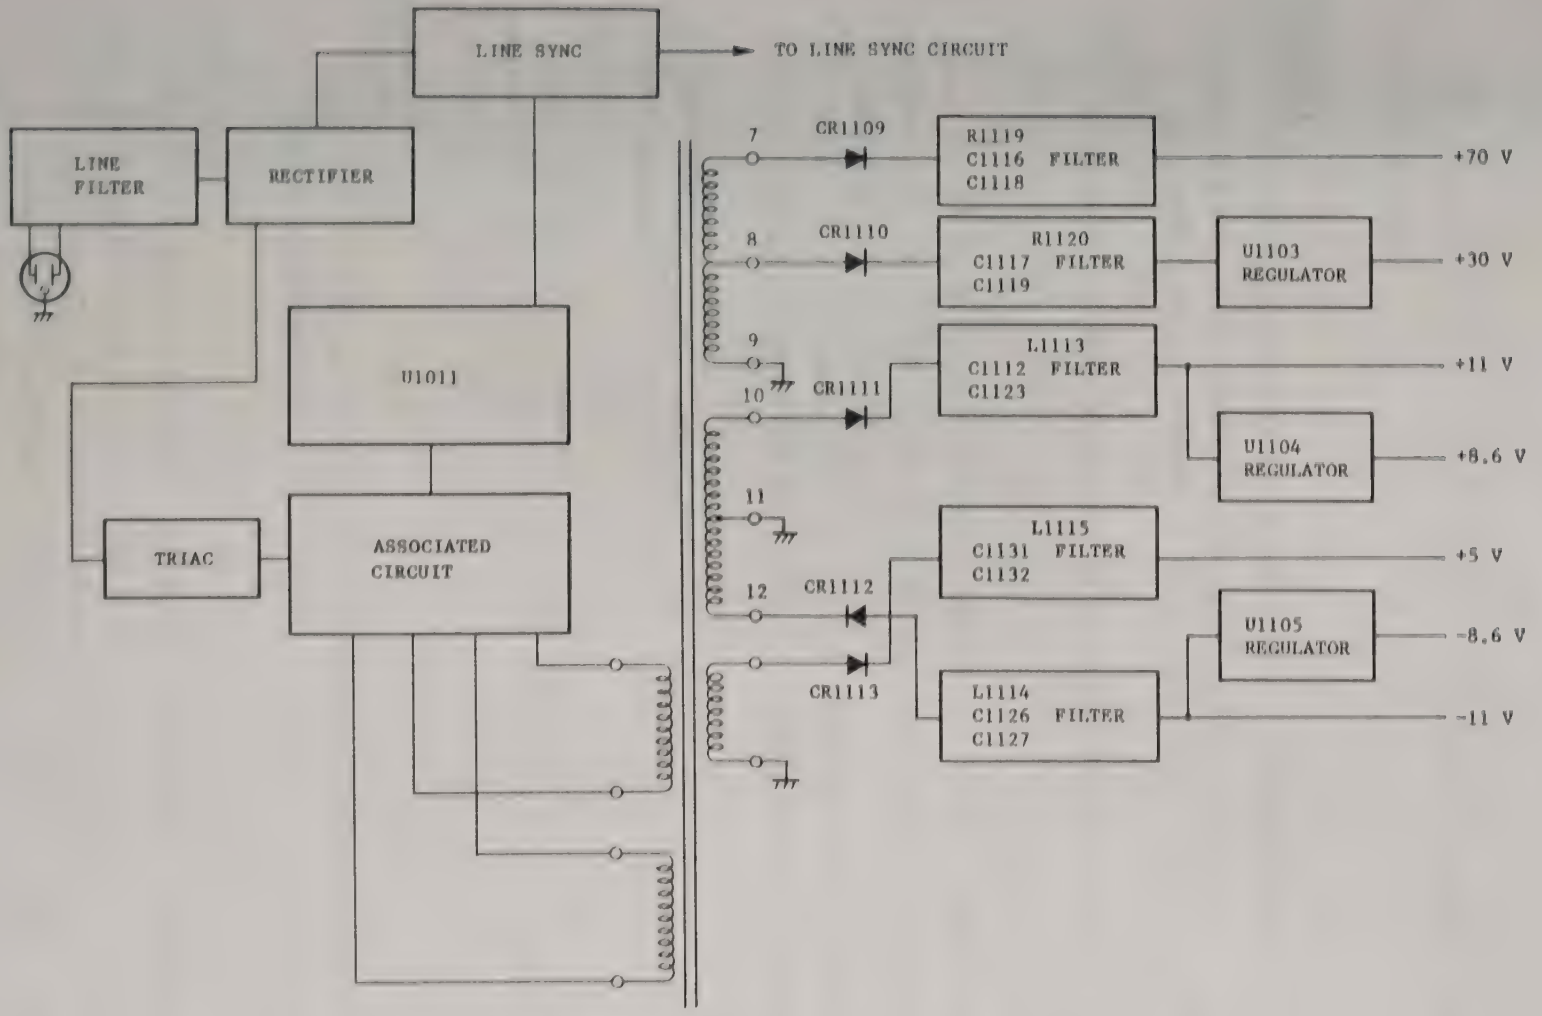

Fig. 5-20 SCHEMATIC BLOCK DIAGRAM OF POWER SUPPLY CIRCUIT
The secondary voltages are supplied to all blocks from T1101 secondary coils shown with terminals 7-9, 10-12 and 22(A)-21(B) shown in Fig. 5-20. Each power supply is stabilized with the switching regulator for voltage deviation of approximately ±2% and flattened with the filter eliminating the switching noise. The +30 V, +8.6 V and -8.6 V power supplies are stabilized for voltage deviation approximately ±1% with regulators. These power supplies generated at the transformer secondary side are supplied to all blocks via connector J1105. Fig. 5-20 on the next page shows the schematic diagram of the power supply circuit.